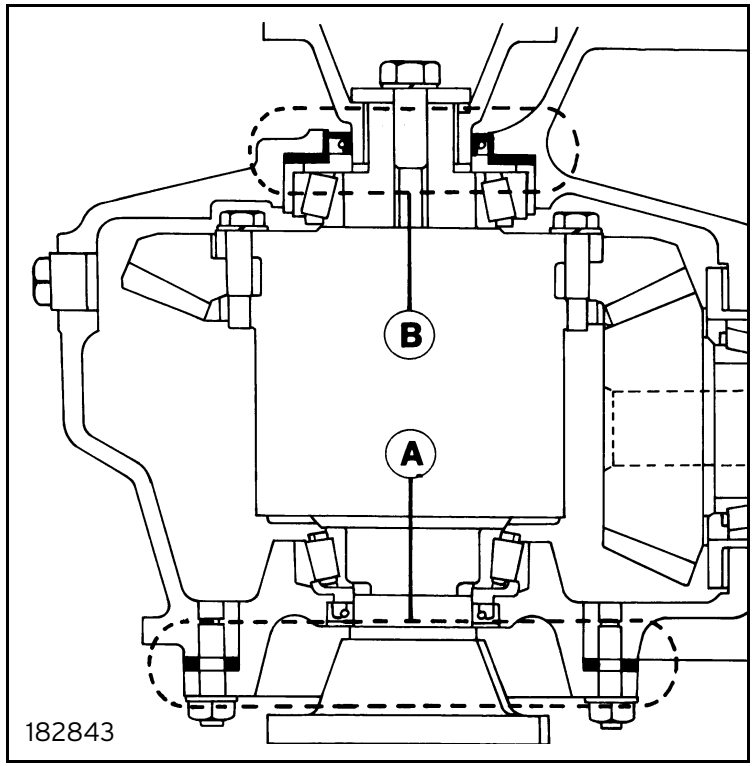

Fig. 43
- If this is not so, work on the adjustment shims as follows (figure 43):